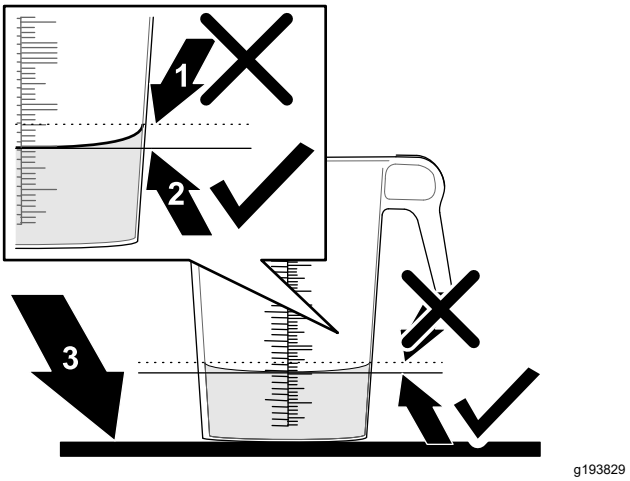

**Figur 50**
6. Ställ den graderade behållaren på ett plant underlag och notera vätskevolymen (Figur 50).